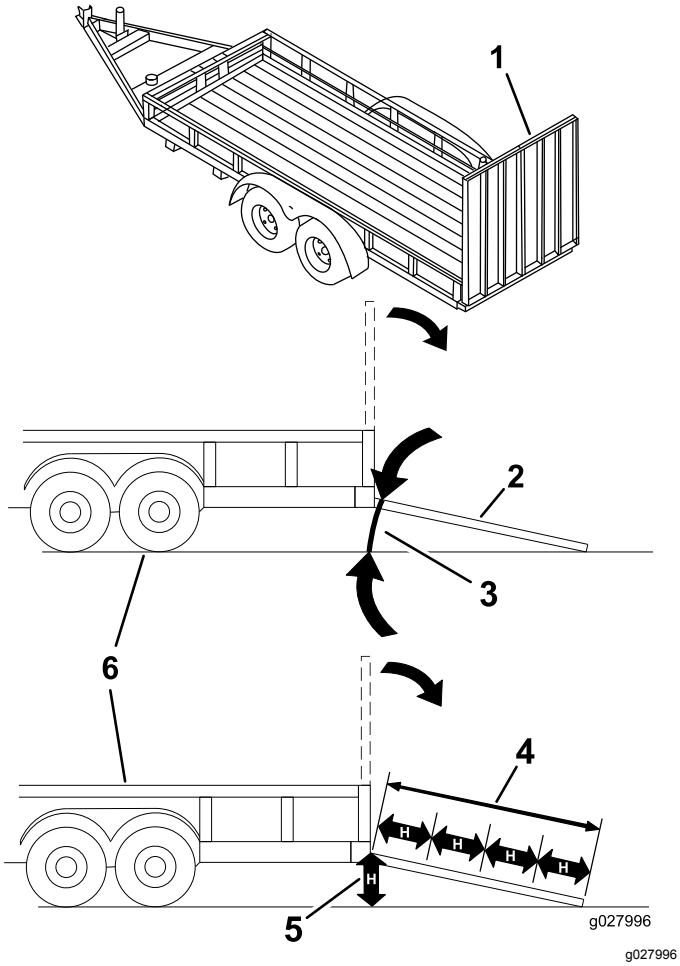

Figur 44
Lasting av maskinen på en tilhenger eller lastebil øker muligheten for at den velter og kan føre til alvorlig skader eller dødsulykker (Figur 44).
3. Senk rampen og sørg for at vinkelen mellom rampen og bakken ikke overskrider 15 grader (Figur 44).
1. Senk rampen og sørg for at vinkelen mellom rampen og bakken ikke overskrider 15 grader (Figur 44).